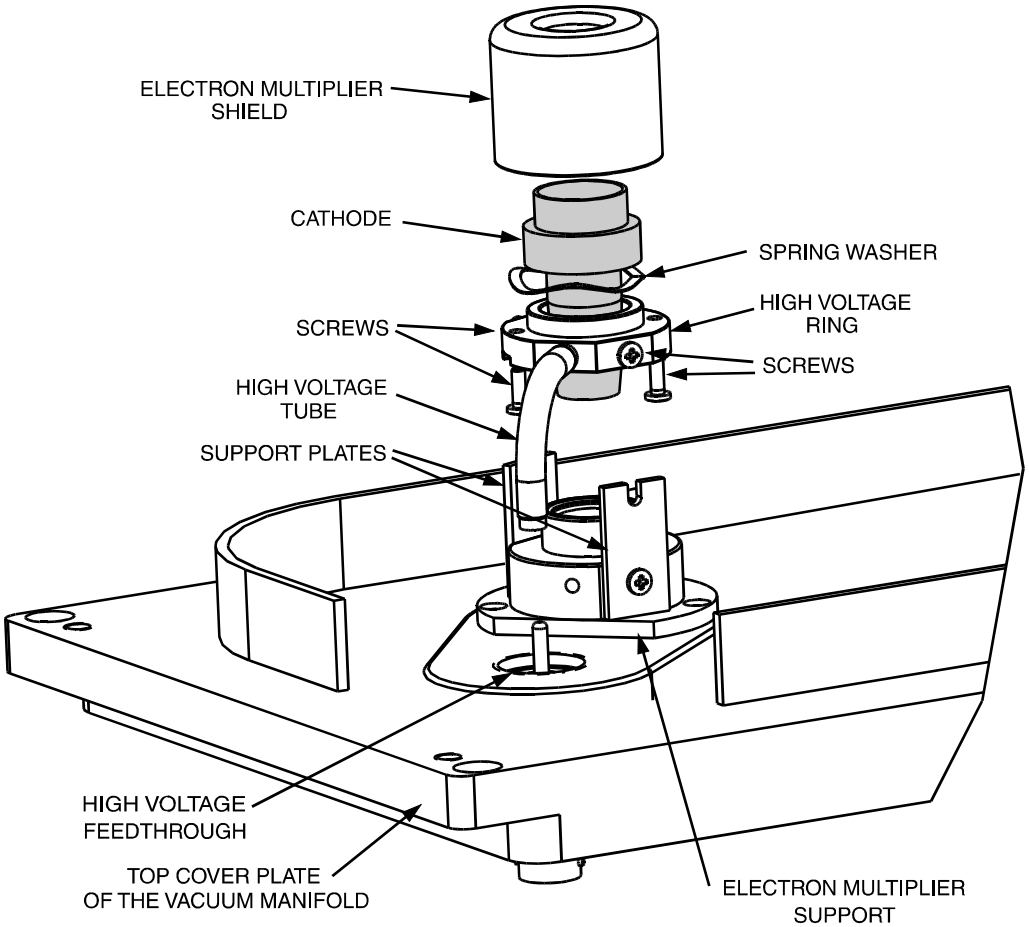

Figure 5-15. Exploded view of the electron multiplier, showing the cathode
10. To replace the cathode, proceed as follows. See Figure 5-15 on page 5-43.